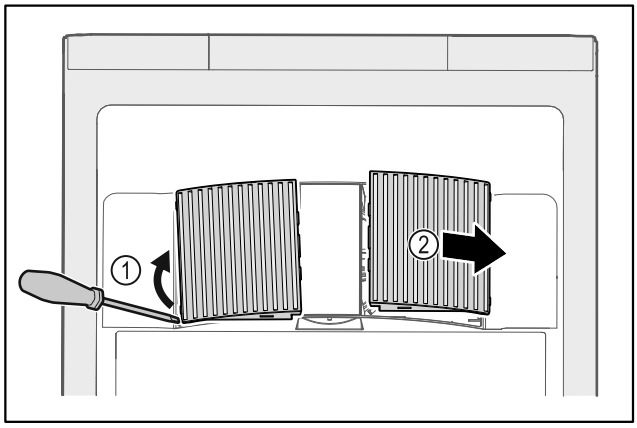

Fig. 34
- ▶ Кожух вентилятора обережно підважити зі сторони *Fig. 34 (1)* і витягнути рухом вперед *Fig. 34 (2)*.